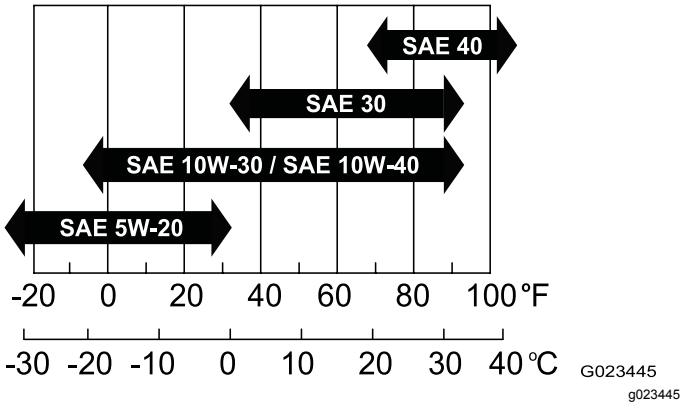

**Figur 37**
- **Viskositet:** SAE 30; se følgende diagram for andre viskositeter (Figur 37):